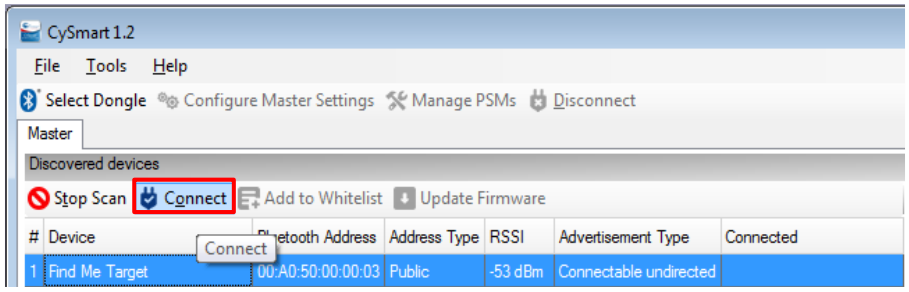

図 58　　CySmart でのデバイス接続
- 図 58 に示すように、**Find Me Target** を選択し、**Connect** をクリックして、CySmart ホストエミュレーションツールとの Bluetooth® LE 接続を確立します。